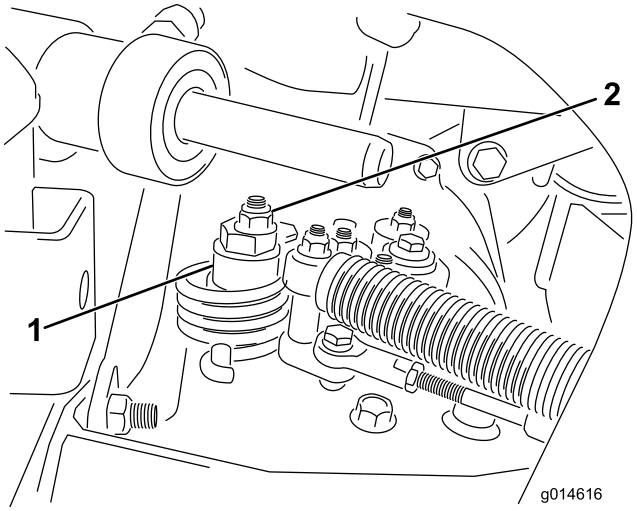

**Figur 51**
A. Løsne mutteren som fester eksenteren til toppen av hydrostaten (Figur 51).
C. Stram eksenteren til den ikke beveger seg i noen retning. Når hjulet ikke lenger roterer, må du stramme mutteren som låser eksenteren og justeringen (Figur 51). Kontroller justeringen med gassen i sakte- og hurtigstillingene.